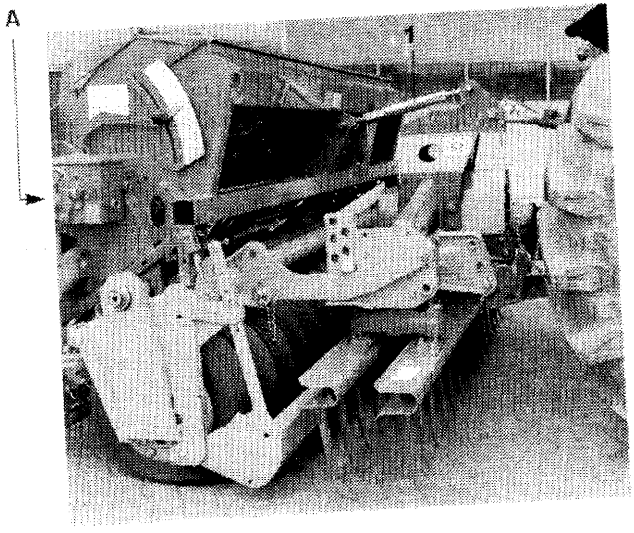
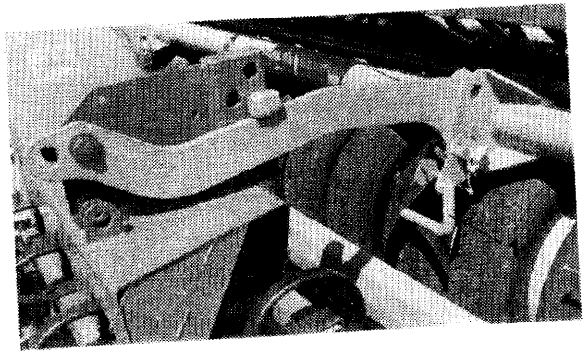

Fig.27
Fig.28
Die **beiden oberen Tragarmbolzen** (Fig. 13/1) am Reifenpacker nach dem Ankuppeln der Drillmaschine **entfernen**, damit der Bremshebel (Fig. 28/1) wirksam werden kann, und die Reifenpacker-Aufbau-Drillmaschine sich in der Parallelogrammaufhängung frei bewegen kann. Oberlenker (Fig. 27/1) zuvor so weit verstellen, bis die beiden Tragarmbolzen mühelos entfernt werden können.
- Oberlenkerlänge (Fig. 27/1) so einstellen, daß die Drillmaschinen-Rückwand im Bereich A (Fig. 27) etwa senkrecht steht.